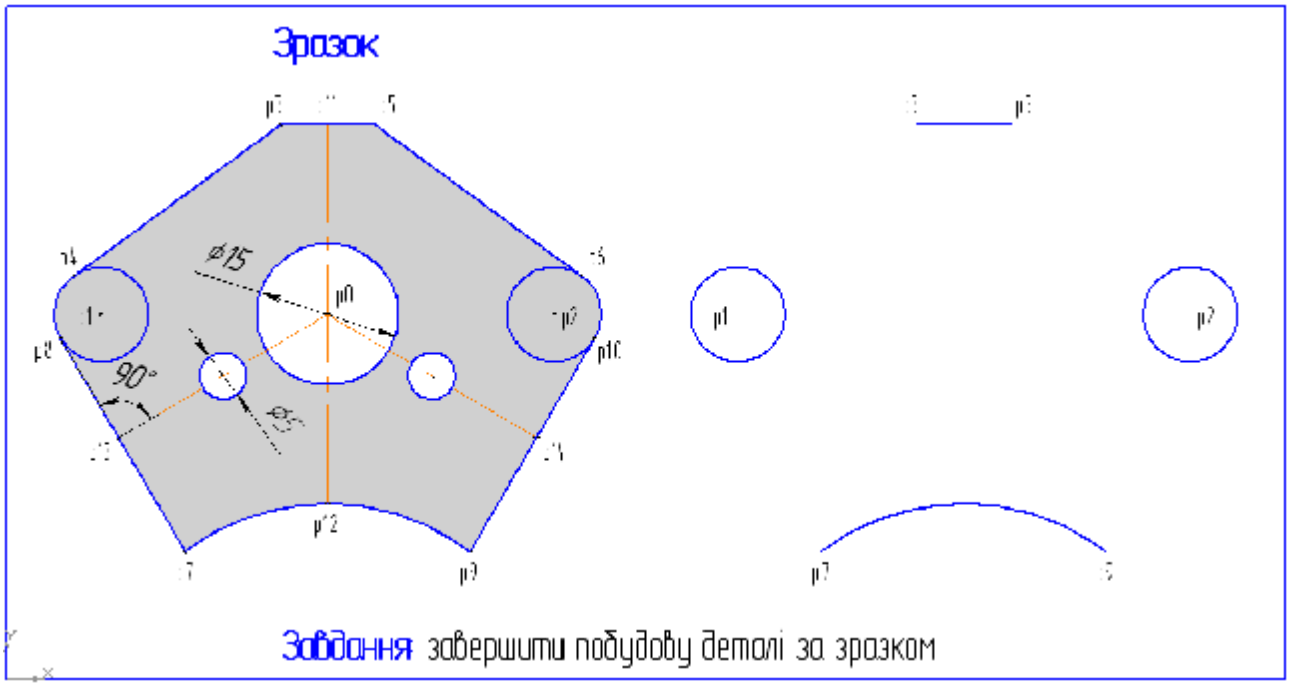
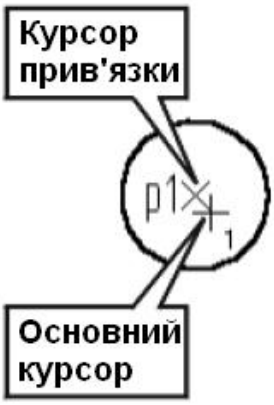

Рисунок 2.1 – Початковий вигляд учбового завдання 1.
Рисунок 2.3 – Основний курсор та курсор прив'язки.
b) У відповідь на запит системи, мишею перемістити курсор приблизно в центр кола (точка p1 на рис. 2.1). Після спрацювання глобальної прив'язки *Найближча точка* введіть точку натисканням лівої клавіші миші. Про спрацювання глобальної прив'язки можна судити за появою додаткового похиленого хрестика курсору прив'язки (рис. 2.3).